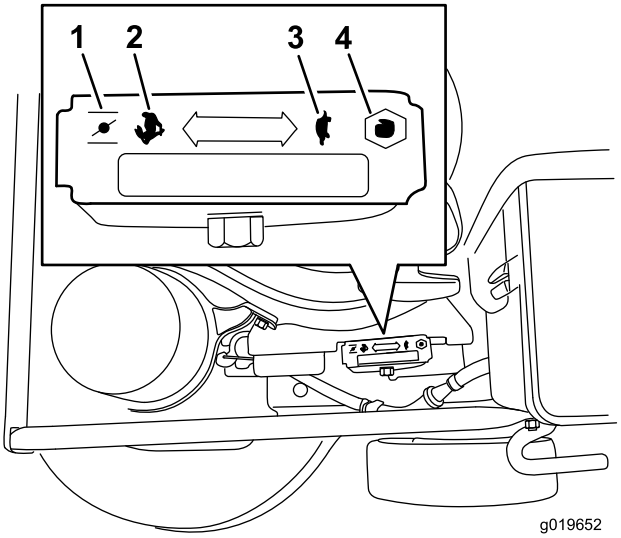

Рисунок 7
3. Установите регулятор дроссельной заслонки в положение **Choke (Заслонка)** (Рисунок 7).